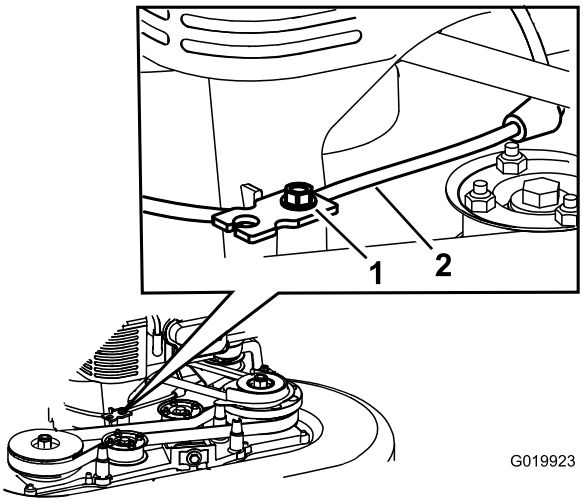

Figuur 39
5. Draai de bout van de kabelklem los (Figuur 39).